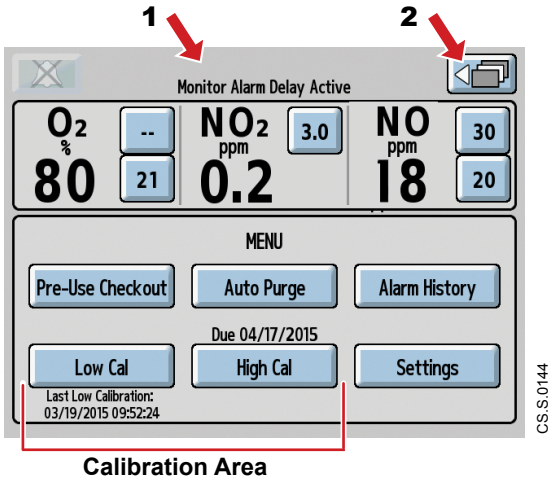

Figure 5-2 Calibration area of MENU screen
On the **Menu screen** the lower part of the display contains the **Low Calibration (Low Cal)** and **High Calibration (High Cal) buttons** (see Figure 5-2). The date and time of the last successful **Low Calibration** appear below the **Low Cal button**. A due date displays above the **High Cal button**. If the date is flashing, at least one of the sensors is past due for a **High Calibration**.
- A two-minute **Monitor Alarm Delay Active message** (**1**, Figure 5-2) will display any time the user exits the calibration screen, even if a calibration was not initiated. All other alarms are still active (see *Section 7.2 Identifying and Resolving Alarms for additional information*).